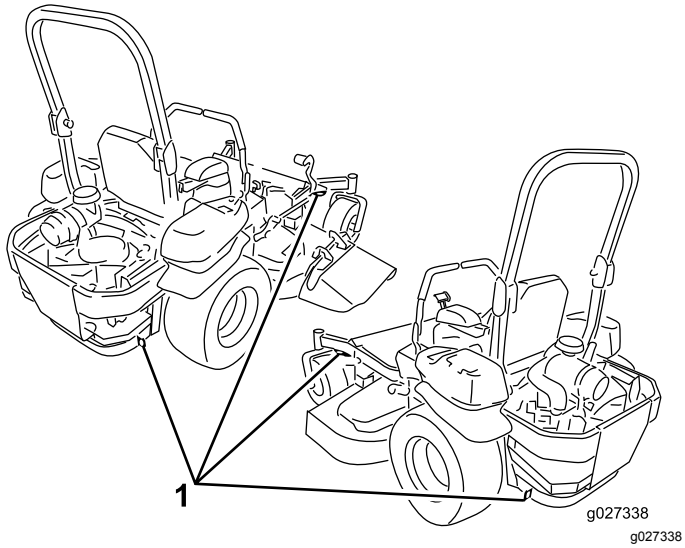

**Figur 39**
5. Använd fästöglorna på maskinen för att säkra den på släpvagnen eller lastbilen med hjälp av spännband, kedjor, vajrar eller rep (Figur 39).